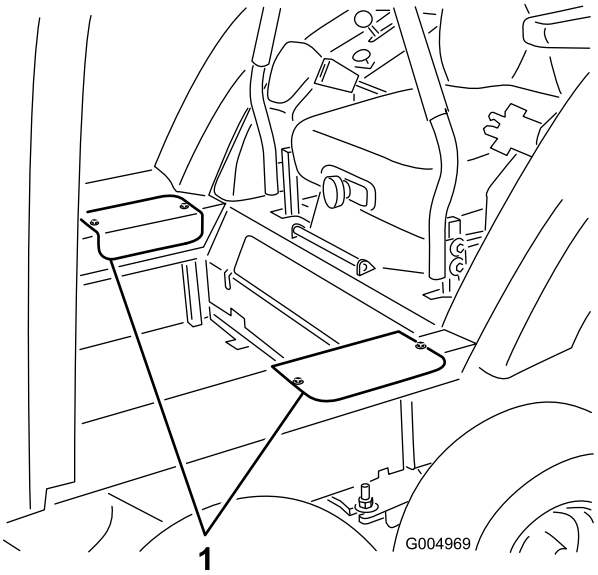

Figur 128
2. Fjern de to skruer, der fastholder hvert sideadgangsdæksel, og afmonter dækslerne (Figur 128).